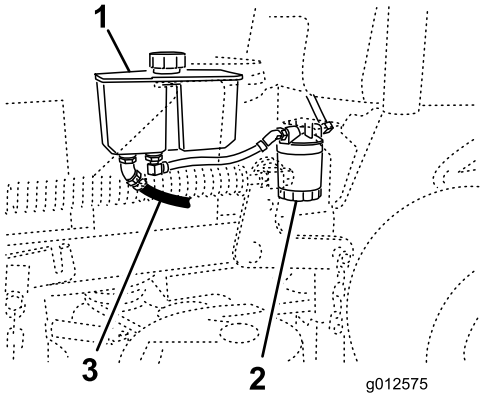

Figura 73
4. Localize o tubo frontal hidráulico sob o depósito hidráulico e coloque um recipiente sob o depósito (Figura 73).